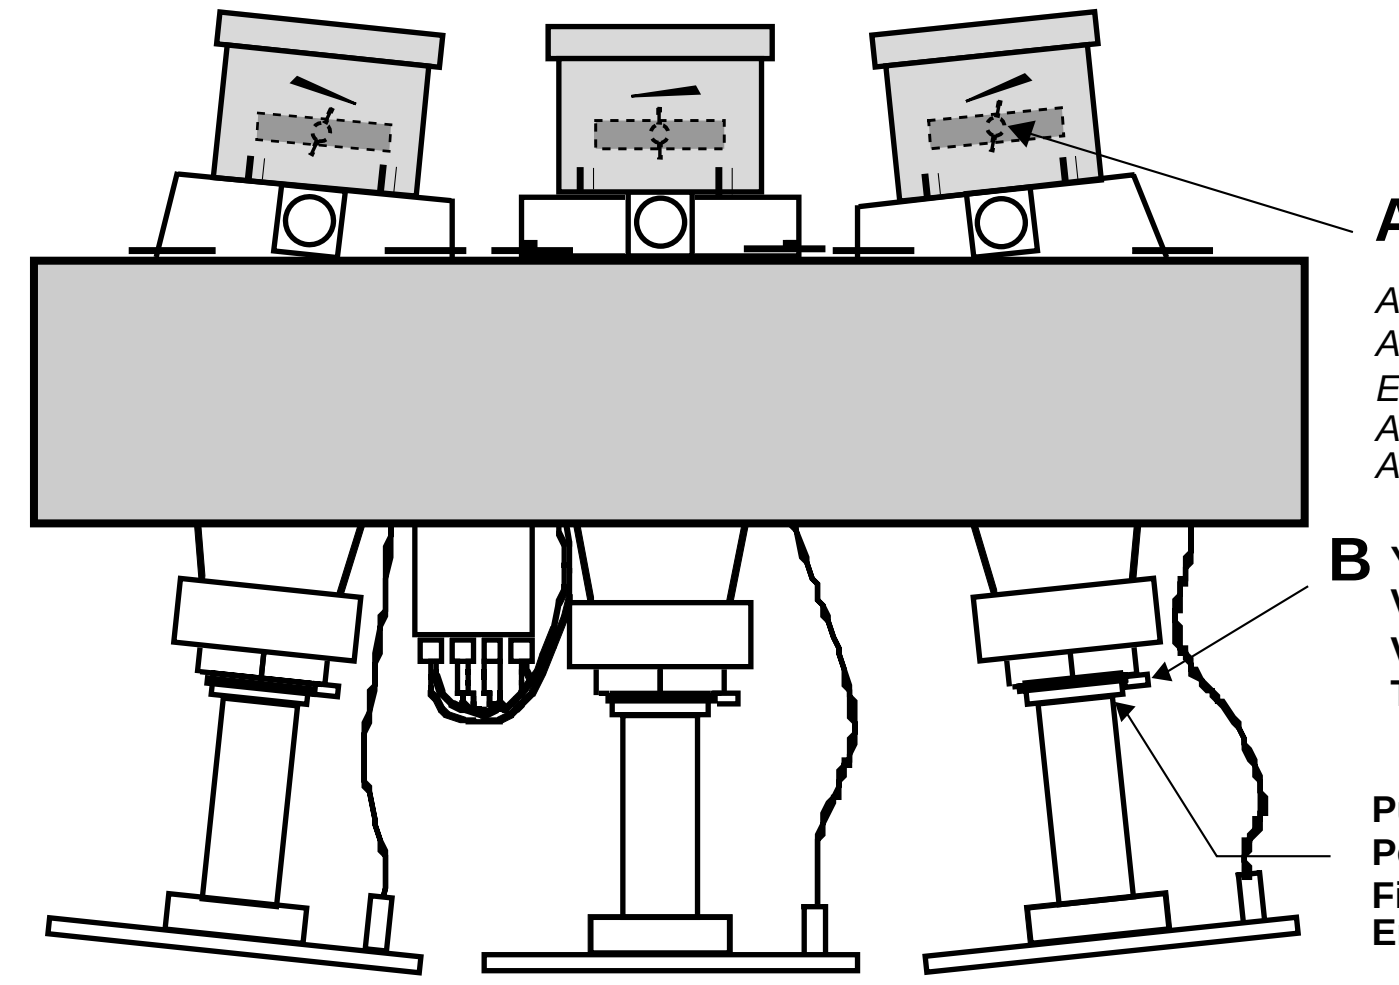

Fig. 1
E	**1 - FOCO rojo:** - Cubra las lentes verde y azul. - Ajuste el foco de las líneas rojas con el potenciómetro de las mismas en el bloque de foco. FOCO ÓPTICO :*El ajuste del enfoque óptico se realiza desde la parte trasera del aparato.* - Aflojar la lente con la tuerca (A) (ver fig.1) - Ajustar el enfoque óptico, manteniendo un compromiso entre el centro y las esquinas. - Fijar la lente con la tuerca. **2 - FOCUS Green and blue** Repeat the whole procedure for green and blue. For Blue optical focus optimize the vertical left line.